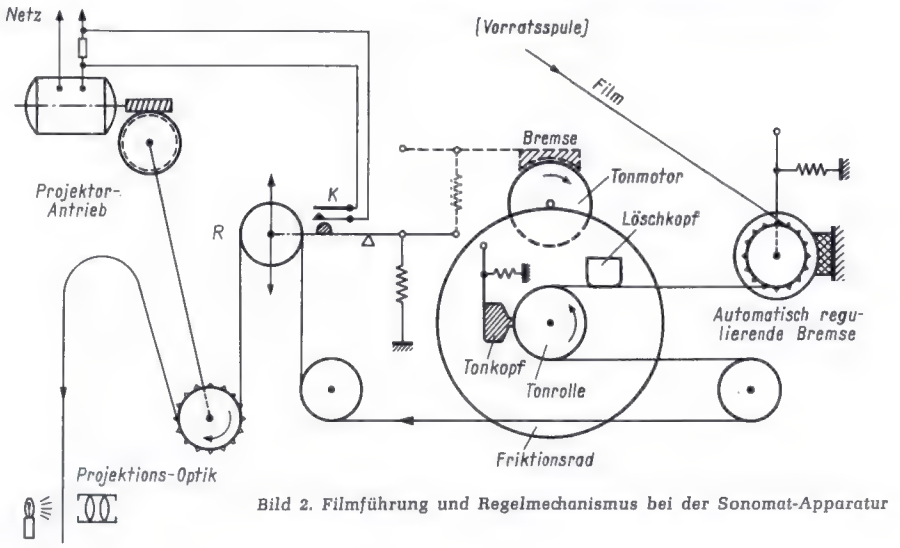

*Bild 2. Filmführung und Regelmechanismus bei der Sonomat-Apparatur*
*Bild 2* zeigt schematisch den Filmlauf und den Regelmechanismus. Wichtig ist der Kontakt K. Er wird durch die sich bildende Filmschleife von der beweglichen Rolle R so betätigt, daß der Antriebsmotor des Projektors (ähnlich wie bei den Tonkopplern) zwischen zwei eng beieinander liegenden Geschwindigkeiten pendelt und dadurch automatisch die richtige mittlere, vom Tonteil bestimmte Bildzahl annimmt. Der sich durch den Regelvorgang ergebende Bildhub ist kleiner als 1 Bild, also nicht wahrnehmbar.
In Bild 2 ist noch eine besondere Betriebsart (gestrichelt) angedeutet. Sie ist für diejenigen Amateure von Bedeutung, die zwar das Vertonen mit Tonkopplern, aber die Vorführung der fertigen Tonfilme nach dem Einstreifen-Verfahren vornehmen möchten. Der Sonomat eignet sich nämlich auch zum Umspielen von Tonkoppler-Aufnahmen auf die Randspur. In diesem Falle wird der Schaltkontakt K außer Betrieb gesetzt und der Projektor-Motor in gewohnter Weise vom Tonkoppler gesteuert. Der Motor des Tonzusatzes, der ungeregelt grundsätzlich etwas zu schnell laufen würde, wird durch die schematisch dargestellte, von der Länge der sich bildenden Filmschleife geregelte Bremse auf die richtige – vom Tonbandgerät diktierte – Geschwindigkeit abgebremst. Infolge des hohen Schwungmomentes des Außenläufermotors ist diese kontinuierlich wirkende Regelung völlig schwankungsfrei.